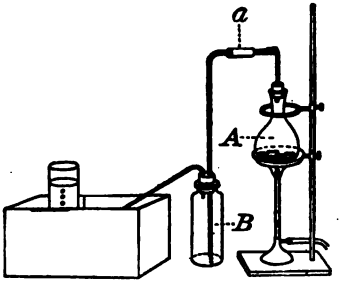

Fig. 38.
Supplies: apparatus in Fig. 38, NH_4NO_3.
1. Arrange the apparatus as in Fig. 38. Connect a flask *A* (of 200^{cc} capacity) with an empty bottle *B*, and from the latter lead a delivery tube to a pneumatic trough on the shelf of which are two or more inverted receivers filled with water. Have the bearings all tight.